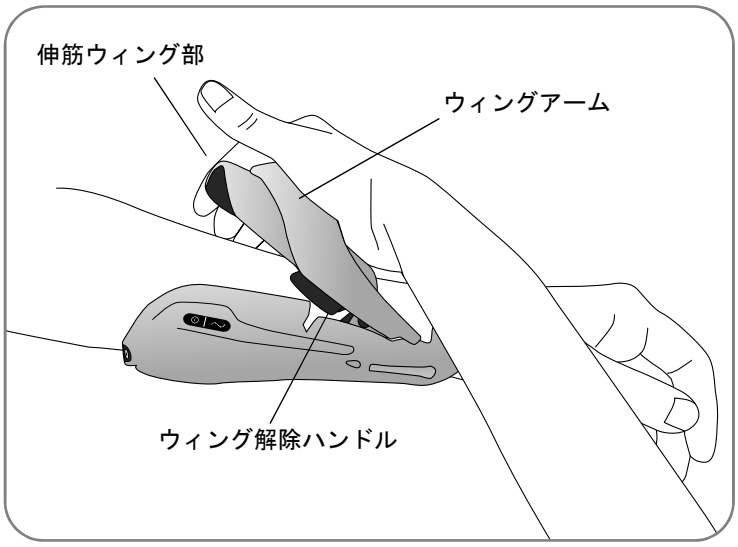

図 8-12：ウィングを閉じているところ
5. 伸筋ウィング部を引き出しながら、ウィングアームを押し下げます（図 8-12 を参照）。カチッという音が聞こえなくなるまで押し下げてください。